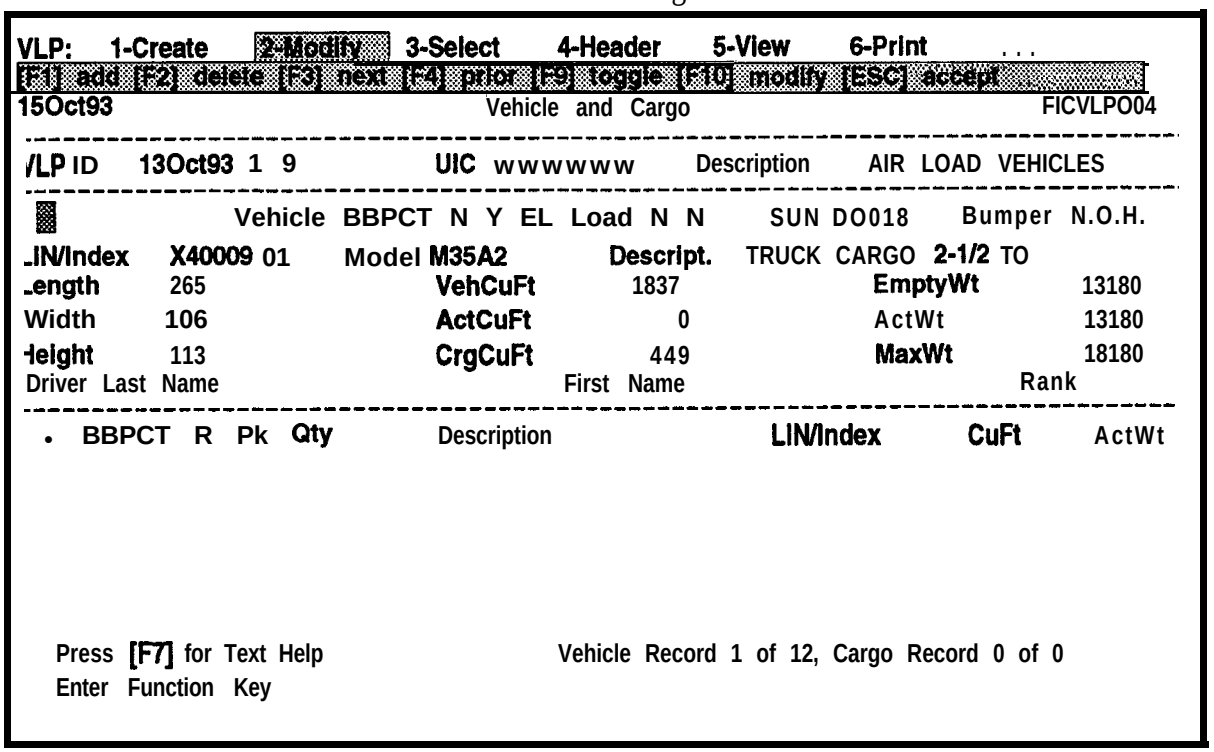

Figure 8-30. Vehicle and Cargo Screen Showing Vehicle Information for the First Selected Vehicle
(1) Enter **n** in response to this prompt and you will be returned to the Equipment Selection window where you can select or deselect additional vehicles. In this case, repeat the procedures in paragraphs **b.** and c. above.
(2) Enter y in response to this prompt and the Vehicle and Cargo screen will be displayed with the vehicle identification information and the dimensional data for the first selected vehicle as shown in Figure 8-30.